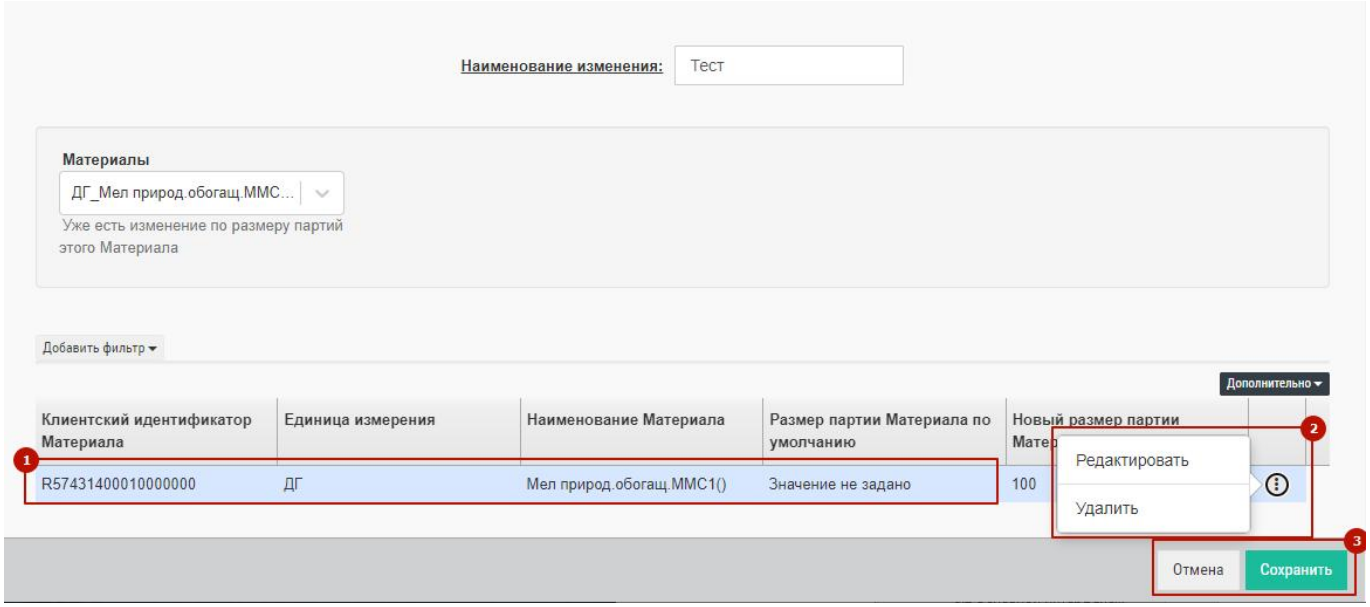

Рис. 55 – Редактирование строки изменения размеров партий
- строка с соответствующим материалом появится в таблице (1 на Рис. 55);
- Для редактирования или удаления введенного значения необходимо нажать кнопку затем в контекстном меню, выбрать соответствующее действие (2 на Рис. 55).
- Повторяя предыдущие шаги создать необходимое количество строк и для завершения создания изменения нажать кнопку «Сохранить» для сохранения или «Отмена» для отмены ввода всех строк изменения (3 на Рис. 55).